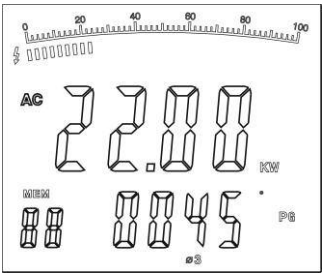

Figure 11
3. After record the current power meaursuremnt value of the second phase, then press **SEL** again to choose ø3**,** The double display shows the value of acitve power KW and PG of the third phase**.** as figure 11.